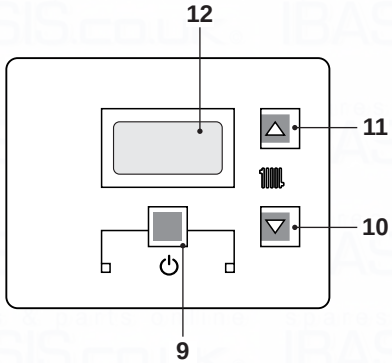
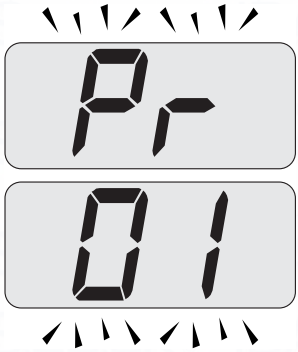
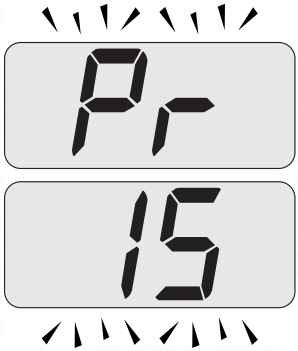

Fig. 7.17
Fig. 7.18
Fig. 7.19
- Enter in "programming mode" by pressing keys 9- 10- 11(Fig. 7.17) for 10 seconds at the same time until the letters **Pr** that alternate with code 01 are displayed on the LCD display, indicating that "parameter **01**, has been activated (Fig. 7.18).
- Scroll the various parameters using keys 10or 11until the letters **Pr** that alternate with code **15** are displayed on the LCD display, indicating that "parameter 15"(Fig. 7.19) has been activated.
- Press keys 9and 11(Fig. 7.17) at the same time until the value of parameter 15 (Fig. 7.20) is displayed on the LCD display.
- By pressing key 9(Fig. 7.17) confirmation of the inserted value is obtained.
- Press keys 9and 10(Fig. 7.17) at the same time to exit without changing the value (return to the parameters list Fig. 7.19)
- Press keys 9- 10- 11(Fig. 7.17) at the
However, if the ambient temperature is not comfortable, the flow temperature of the heating plant can be increased or reduced by ± 15°C by acting on keys 10(reduce) and 11(increase) (Fig. 7.17).